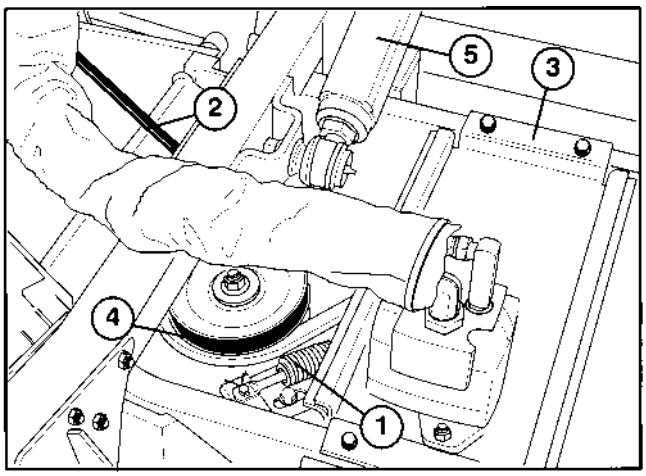

Afbeelding 62
N.B.: Als de afstand tussen de flensen op de borstbouten en de schijfeinden van de sleuven 3 mm bedraagt, zal de lengte van de drukveer (Afb. 62) ongeveer 11,3 cm zijn.
4. Verwijder de flenskopschroeven waarmee de tandwielkastplaat vastzit, en maak de plaat en de aandrijfmotor los van het maaidek (Afb. 62). Zorg ervoor dat de buigzame hydraulische leidingen niet worden verbogen, gedraaid, geknikt of beschadigd.
3. Verwijder de flenskopschroeven waarmee de tandwielkastplaat vastzit, en maak de plaat en de aandrijfmotor los van het maaidek (Afb. 62). Zorg ervoor dat de buigzame hydraulische leidingen niet worden verbogen, gedraaid, geknikt of beschadigd.
4. Verwijder de hexagonale kopschroeven en flenscontramoeren waarmee elke liftarm is bevestigd aan de castorarm, en maak deze los van de arm (Afb. 62).